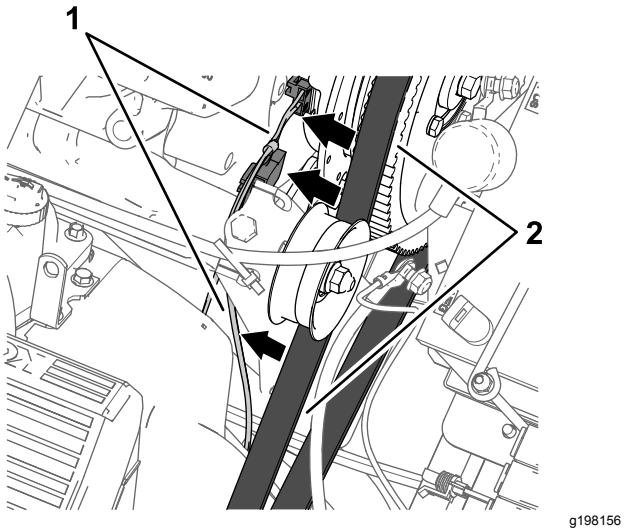

Figur 170
4. Før afgreningsledningen på 84 cm fra ledningsnettet mod motoren og sprøjtepumpen, så der er afstand mellem ledningsnettet og generatorremmen (Figur 170).